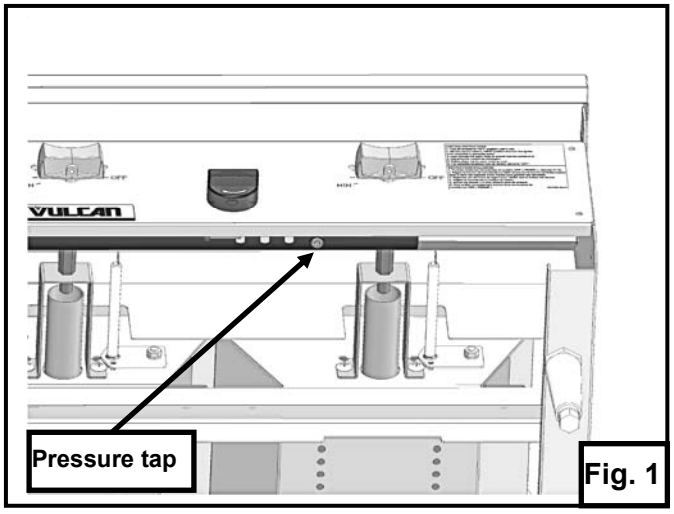

Fig. 1
2. Remove crumb tray. Remove pressure tap plug underneath manifold pipe at right. Fig. 1.